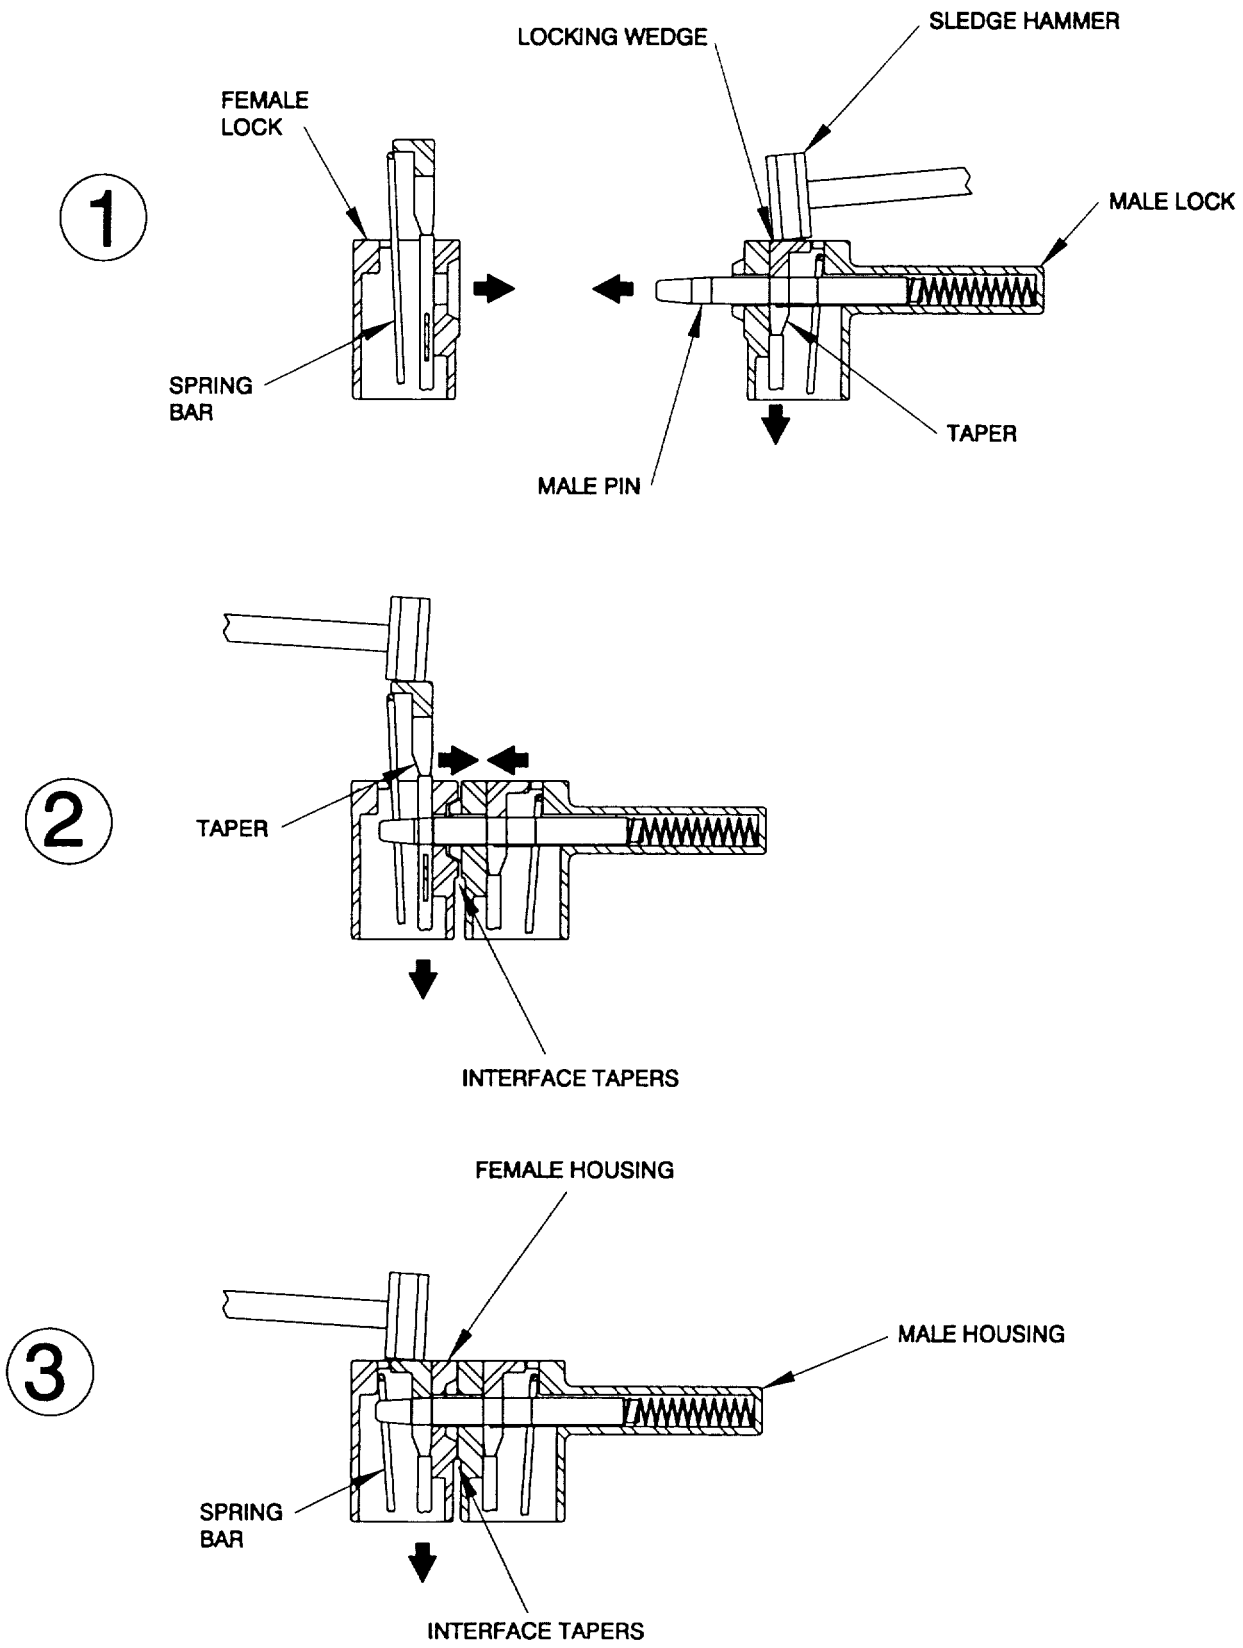

Figure 2-39. Interconnection Steps.
d. Step-by-step procedure for connecting MCF lock assemblies (Figure 2-39).